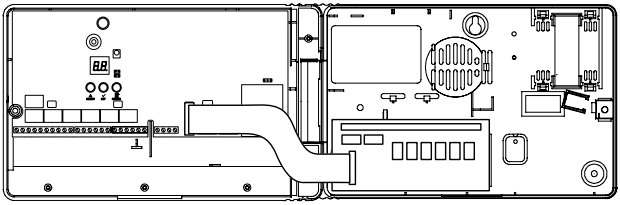

Fig. 6. Placering av reläkortet
4. Håll reläkortet på plats på baksidan av lådan (se fig. 6). Reläerne bör vara överst och flatkabelanslutningen till vänster. De fyra skruvarna bör passa till de fyr förborrade hål i lådan.